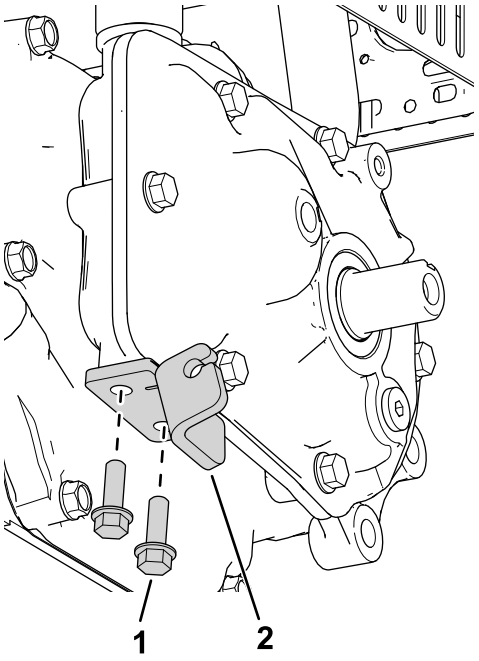

Figura 1
1. Instale a placa da embraiagem com dois parafusos (¼ pol. x ¾ pol.) como se mostra na Figura 1.